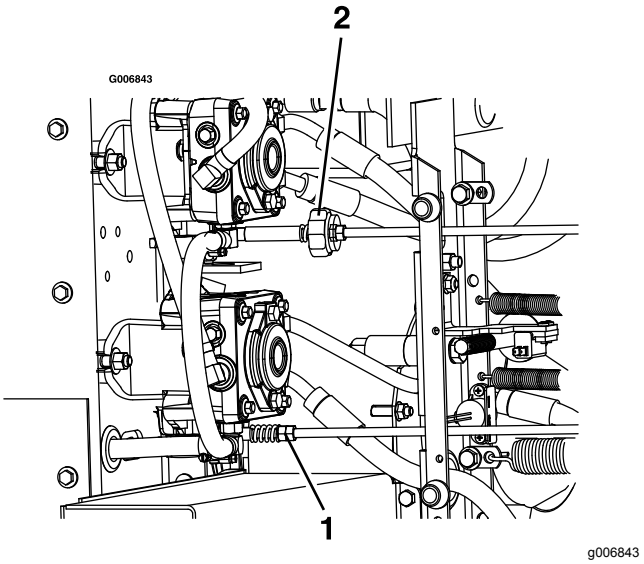

Figuur 66
9. Instellen van de NEUTRAALstand: stel de verbindingen in de linker en rechter pompregelstangen (die de besturing verbinden met de regelarmen van de pompen) bij totdat de wielen stoppen, of langzaam achteruit kruipen (Figuur 66).
11. Stel de rechter verbinding in door de dubbele moeren met een sleutel te verdraaien (Figuur 66).